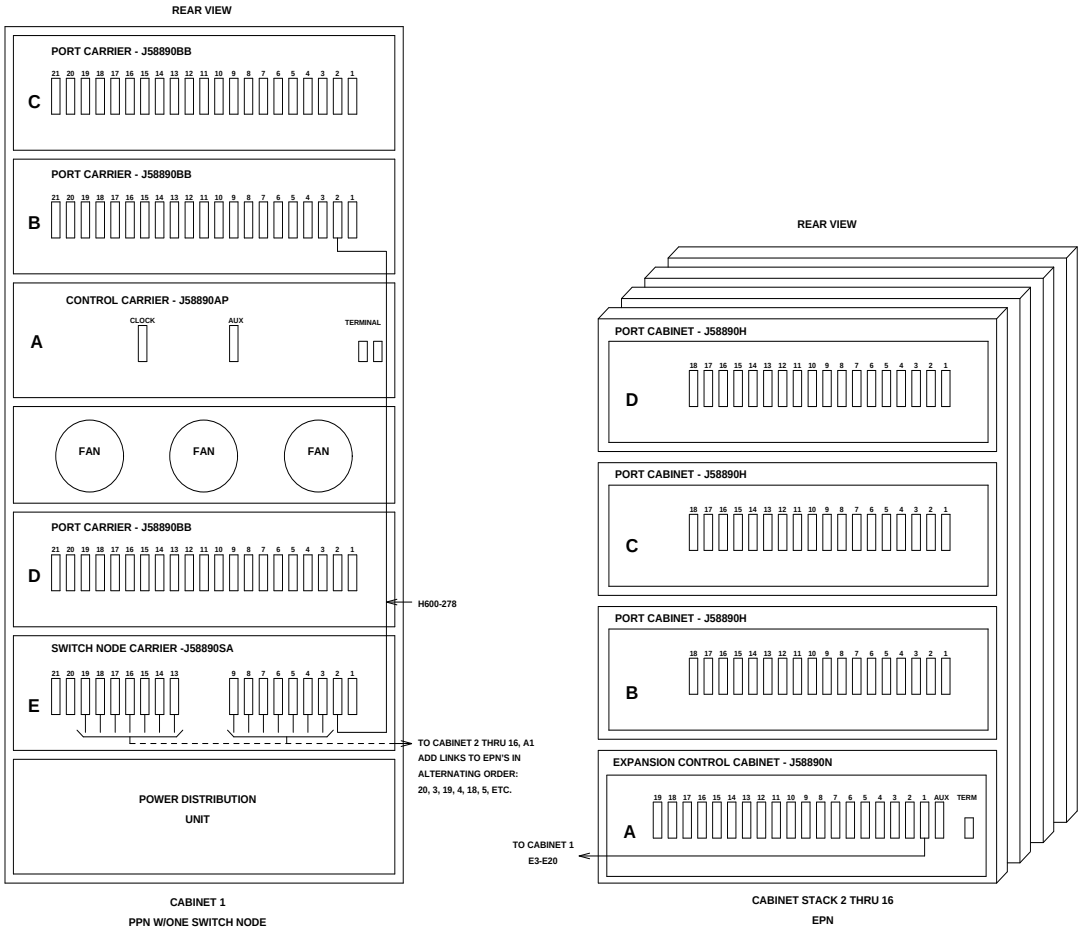

Figure 5-36. Fiber-Optic Connections through Center Stage Switch
1. Behind the PPN cabinet (see Figure 5-36):
2. Behind switch node carrier E of PPN cabinet 1 (see Figure 5-36):